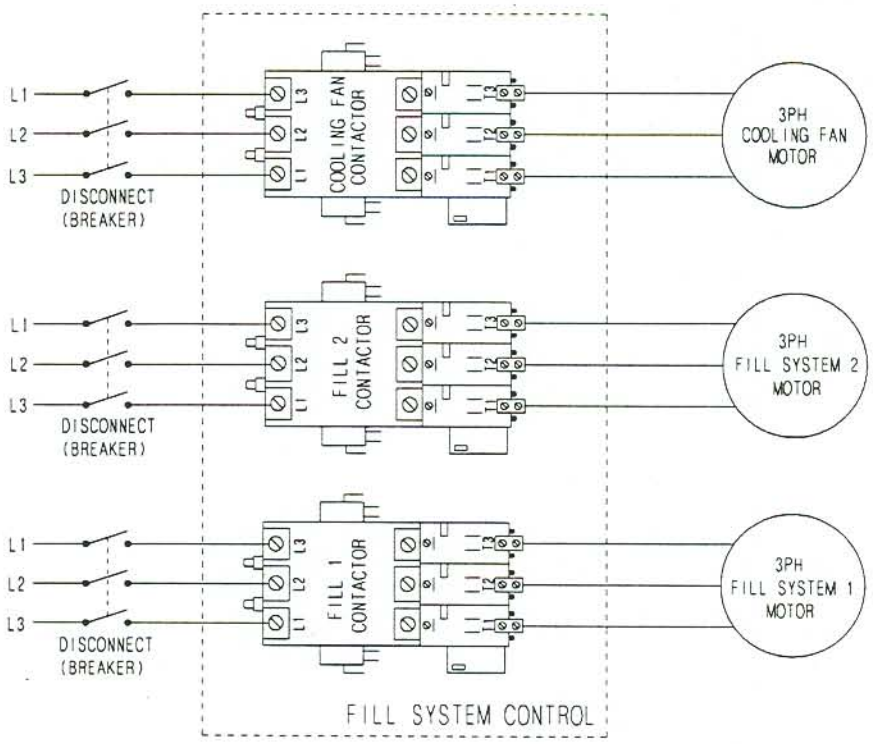

Figure 11.
4. Make connections for main power on top side of contactors (L1,L2) as shown in Figure 11.
6. Make connections for motors on bottom side of contactors (T1,T2) as shown in Figure 11.
2. Make connections for main power on top side of contactors (L1,L2) as shown in Figure11.
4. Make connections for motors on bottom side of contactors (T1,T2) as shown in Figure 11.